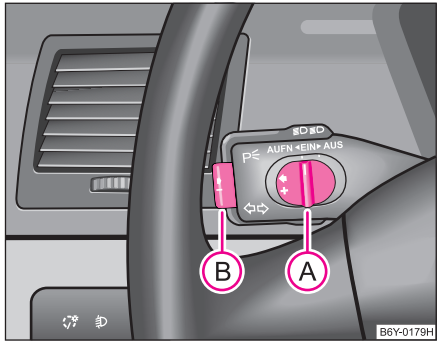

Fig. 94 Maneta: Apăsați tasta şi comutatorul sistemului de viteză de croazieră
– Deplasați comutatorul (A) ⇒ fig. 94 în poziția **ON**.
– La atingerea vitezei dorite apăsați scurt tasta (B).
– Viteza memorată poate fi **mărită** fără acționarea pedalei de accelerație, prin deplasarea comutatorului (A) ⇒ fig. 94 spre stânga, în poziția **RES**.
– Viteza memorată se poate **reduce** apăsând tasta (B).
– Dacă eliberați tasta la o viteză sub 30 km/h, viteza nu se va memora, memoria se şterge. Viteza trebuie memorată după depăşirea vitezei de 30 km/h, prin apăsarea tastei (B) ⇒ pagina 108, fig. 94. ■
– Sistemul de viteză de croazieră mai poate fi dezactivat prin deplasarea comutatorului (A) ⇒ pagina 108, fig. 94 spre dreapta - în poziția intermediară, dinaintea poziției **OFF**. Comutatorul va reveni singur în poziția **ON**.
Reluarea vitezei memorate are loc după eliberarea pedalei de frână sau de ambreiaj; la autovehiculele cu cutie de viteze automată numai după eliberarea pedalei de frână şi după apăsarea scurtă a comutatorului (A) ⇒ pagina 108, fig. 94 spre stângă, până la limită, în poziția **RES**.
– Deplasați comutatorul (A) ⇒ pagina 108, fig. 94 spre dreapta, până la limită, în poziția **OFF**. ■